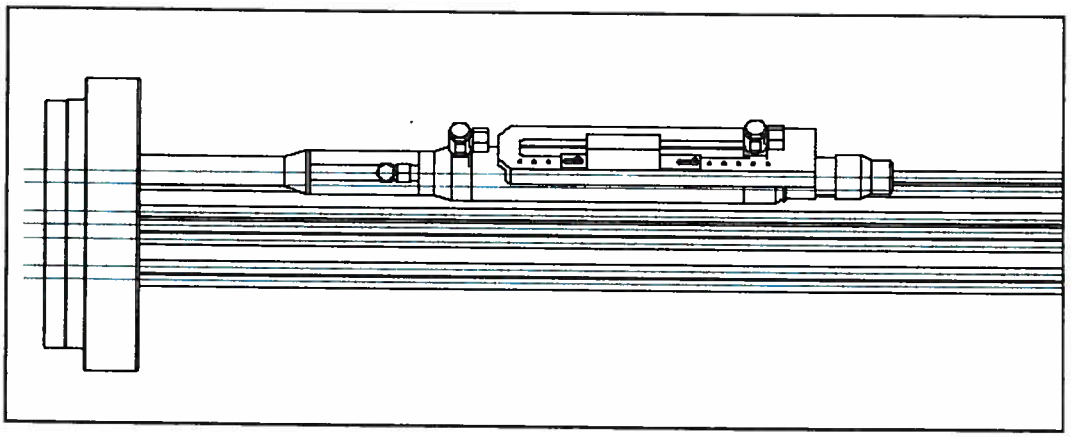

FIGURE 11. Active Jack with Power-Seating Device Installed on the First Strand Specified as the Pilot Strand.
7.2 Push both the active jack and power-seating nose onto the first strand (Pilot strand) as shown in Figure 11.